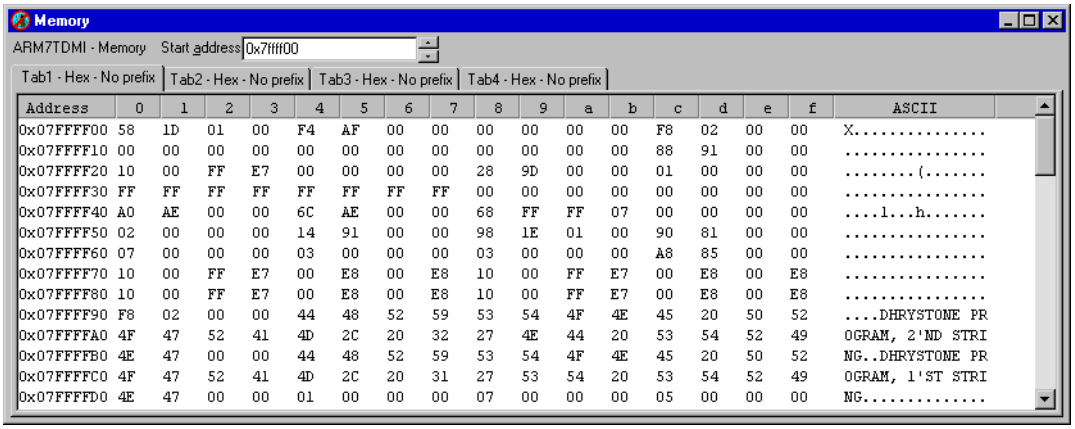

**Figure 3-8 Examining contents of memory**
5. Select **Memory** from the **Processor Views** menu and move or resize the window if necessary. Figure 3-8 shows a typical memory processor view.